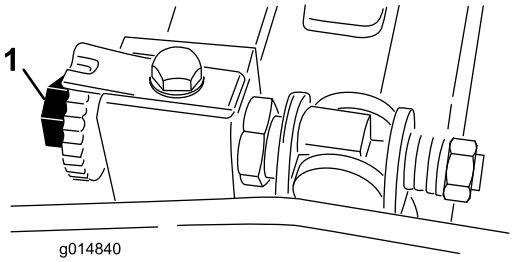
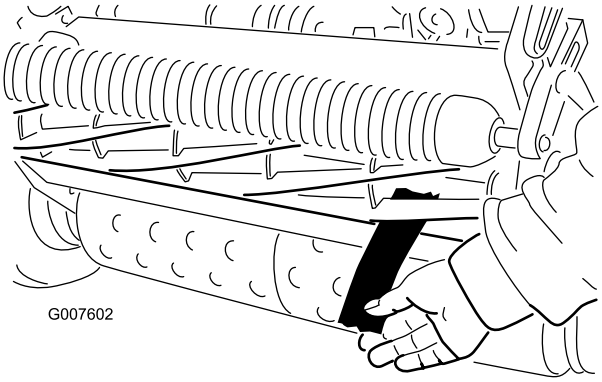

Figur 45
Figur 46
2. Se till att det inte finns någon kontakt med cylindern genom att vrida underknivsstångens justeringsskruvar motsols (Figur 45).
4. Sätt in en lång remsa tidningspapper i cylinderns ena ände på den framåtriktade sidan, mellan cylindern och underkniven (Figur 46). Vrid cylindern långsamt framåt samtidigt som du vrider underknivsstångens justerskruv medsols (i samma cylinderände), ett klick i taget tills det nyper åt lätt om papperet när det förs in framifrån, parallellt med underkniven. Detta ger ett lätt motstånd när du drar i papperet (Figur 45).
6. När inställningen är klar ska du kontrollera om cylindern kan nypa om ett papper när du sticker in papperet framifrån och klippa papper när papperet sticks in i rät vinkel mot underkniven (Figur 46). Det ska gå att klippa av papperet med minimal kontakt mellan underkniven och cylinderbladen. Om cylindern är för trög (mer än 0,79 Nm) kan du antingen slipa eller fräsa klippenheten för att få så vassa eggar som krävs för finklippning. Se *Toros bruksanvisning för vässning av cylindrar*.